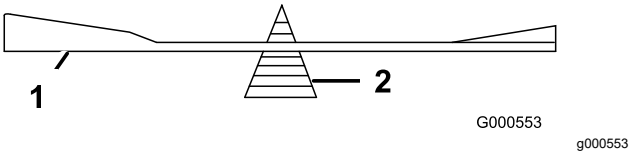

Figur 66
2. Kontroller knivens balance ved at placere den på en afbalanceringsenhed (Figur 66).